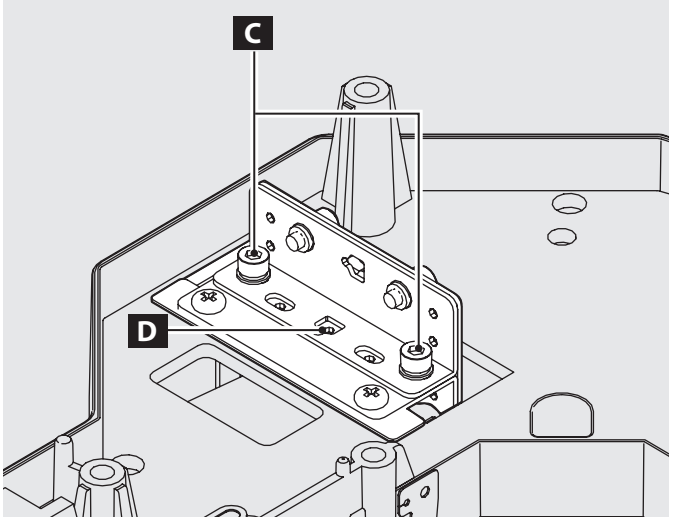

Fig.3-2
2) To adjust the image horizontally as shown in **Fig.3-2**, loosen 2 screws **C**, and move the **slot-D** by using a slot screwdriver.